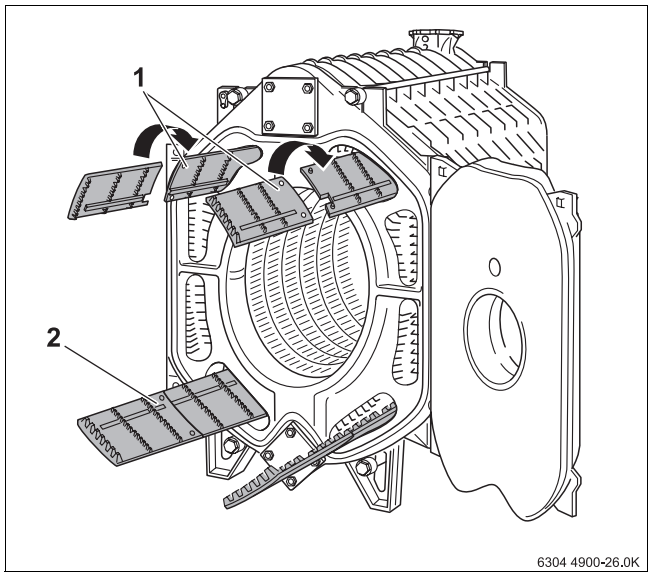
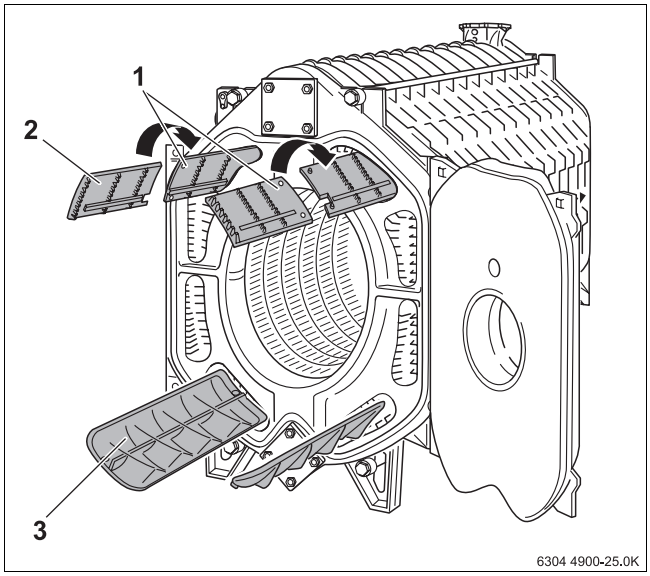
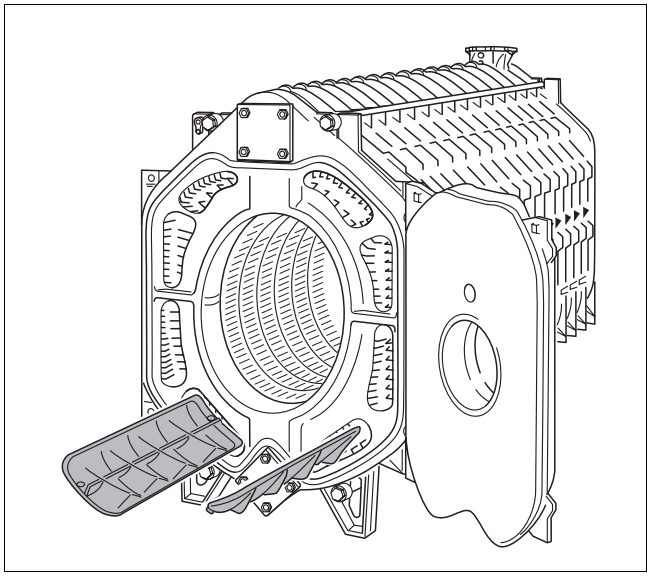

Bild 30 Heizgaslenkplatten einsetzen (Kesselblock mit 9 Gliedern)
Bild 31 Heizgaslenkplatten einsetzen (Kesselblock mit 13 Gliedern)
Bild 32 Heizgaslenkplatten einsetzen (Kesselblock mit15 Glieder)
In → Bild 31, Seite 26 sind die ineinander eingehängten Teilplatten dargestellt.
- Heizgaslenkplatten aus der Beschlagteilkiste entnehmen und entsprechend der aufgegossenen Beschriftung in die Heizgaszüge einlegen (→ siehe Bild 30, Bild 31, Seite 26, Bild 32, Seite 26 und nachstehende Tabelle 10, Seite 26).